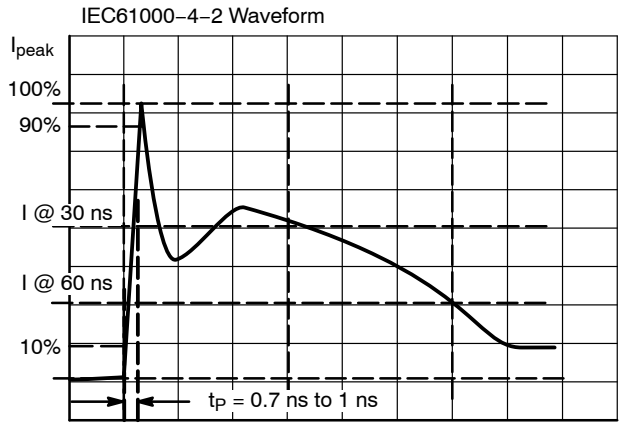

Figure 3. IEC61000−4−2 Spec
3. For test procedure see Figures 3 and 4 and Application Note AND8307/D.